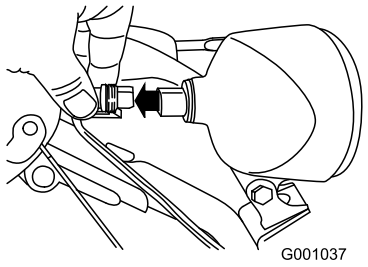

Figur 53
1. Dra ut kabelkontakten på strålkastarens baksida (Figur 53).